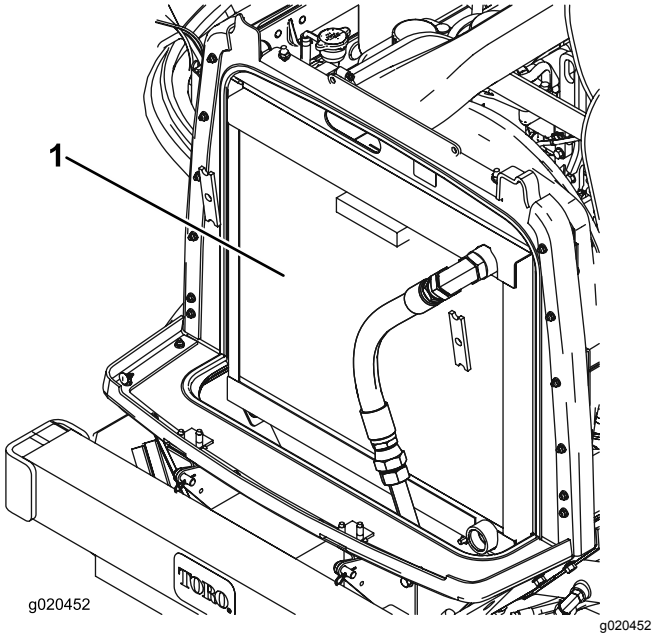

**Figuur 92**
2. Reinig beide zijden van de radiateur/oliekoeler (Figuur 92) grondig met perslucht. Begin aan de ventilatorzijde en blaas het vuil eruit naar de achterkant. Reinig vervolgens de oliekoeler vanaf de achterkant en blaas het vuil naar de voorkant. Herhaal deze procedure verschillende keren totdat het maaisel en het vuil volledig zijn verwijderd.